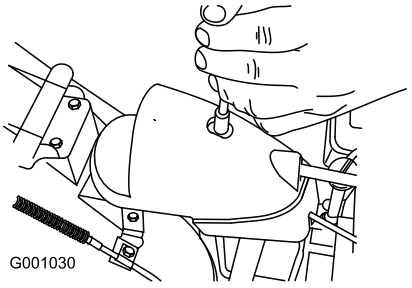

Rysunek 50
1. Wyjmij mocowanie na osłonie przekładni (Rysunek 50), unieś przód osłony, przesuń ją do tyłu, aby nie przeszkadzała.